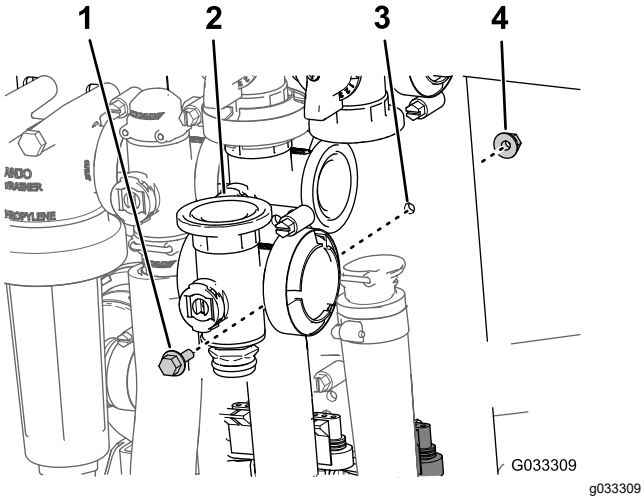

Figur 72
3. Afmonter flangehovedbolten og flangelå-semøtrikken, der fastgør hovedsektionsventilen til ventilbeslaget, og afmonter ventilmanifolden fra maskinen (Figur 72).